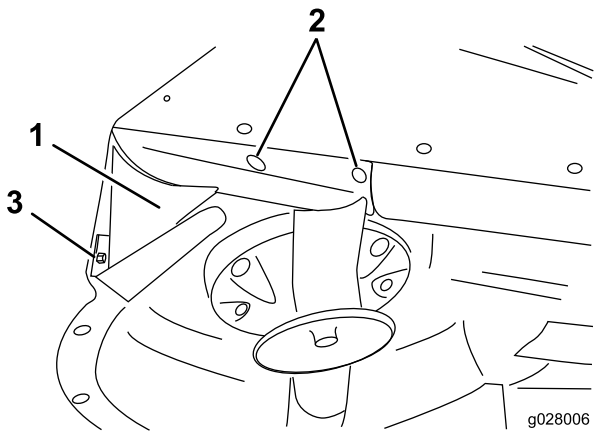

Figur 9
7. Ret den bageste deflektor ind efter hjørnet på udblæsningsåbningen (Figur 9).
11. Brug den bageste hylde som skabelon til at markere og bore to huller (9/32 tomme i diameter) gennem midten af skjoldets buede kant (Figur 9).